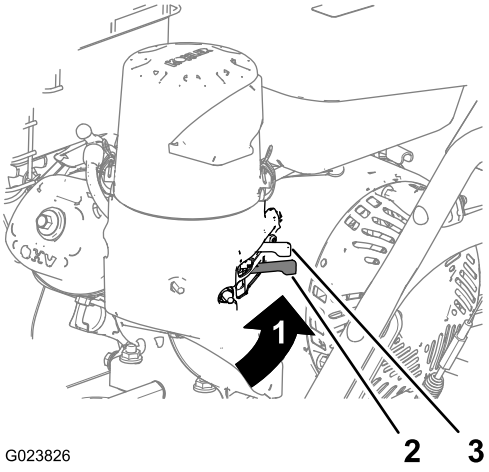

Figur 9
Flytt drivstoffavstengingsventilen under choken til høyre for å slå på drivstofftilførselen (Figur 9).
2. På venstre, bakre side av motoren, flytt chokespaken til venstre til PÅ-stillingen. La choken stå i AV-posisjon når motoren er varm (Figur 9).
5. La motoren varme seg opp i et par minutter, flytt så choken mot AV-stillingen (Figur 9).
5. Bruk drivstoffavstengningsventilen til å slå av drivstofftilførselen når du ikke skal bruke maskinen de neste dagene, parker maskinen inne i en bygning eller transporter maskinen til og fra arbeidsstedet (Figur 9).